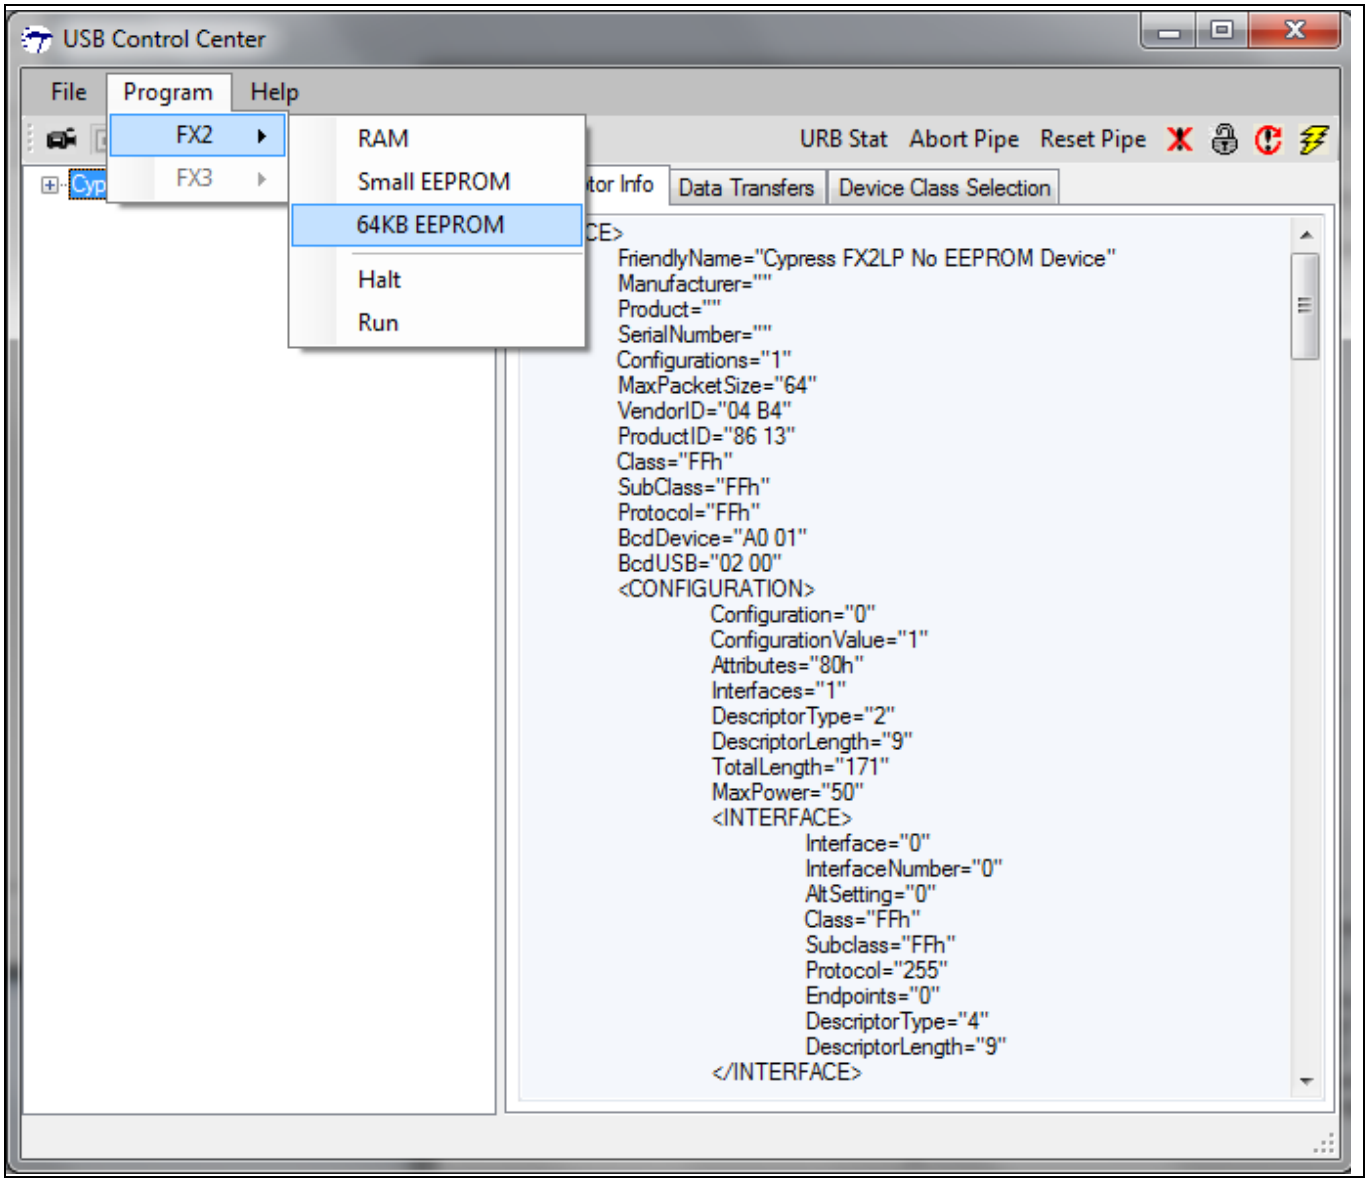

Figure 4　C2 加载
3. 从 Windows 中依次选择 **Start** > **All Programs** > **Cypress** > **Cypress USBSuite** > **Control Center**，实现打开控制中心 PC 应用（请参考 **Figure 4**）。这时我们会看到 EZ-USB™ FX2LP 被罗列为“Cypress FX2LP No EEPROM Device”。
4. 在 EZ-USB™接口窗口中，请依次选择 **Program** > **FX2** > **64KB EEPROM**，然后浏览到项目文件夹，如 **Figure 4** 所示。从 *C:\Cypress\USB\CY3684_EZ-USB_FX2LP_DVK\1.1\Firmware\Bulkloop* 或相应的安装路径中选择 *bulkloop.iic* 镜像文件。